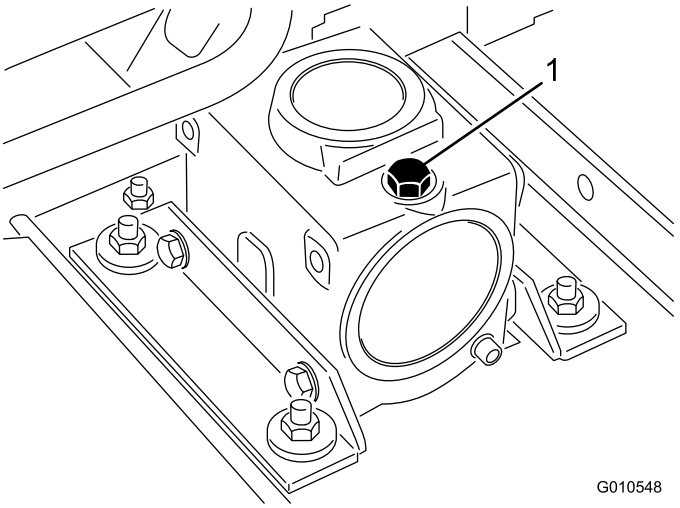

Figur 12
2. Ta ut oljestickan/påfyllningspluggen från övre delen av växellådan (Figur 12) och kontrollera att oljenivån ligger mellan markeringarna på oljestickan. Fyll på med olja så att nivån ligger mellan markeringarna, om nivån är låg.